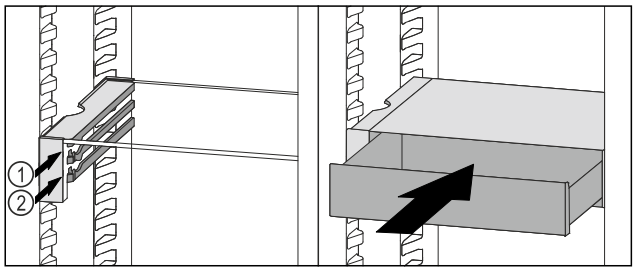

Fig. 180
▶ Place the VarioSafe drawer behind the stoppers on desired rib *Fig. 180 (1)* or *Fig. 180 (2)*.